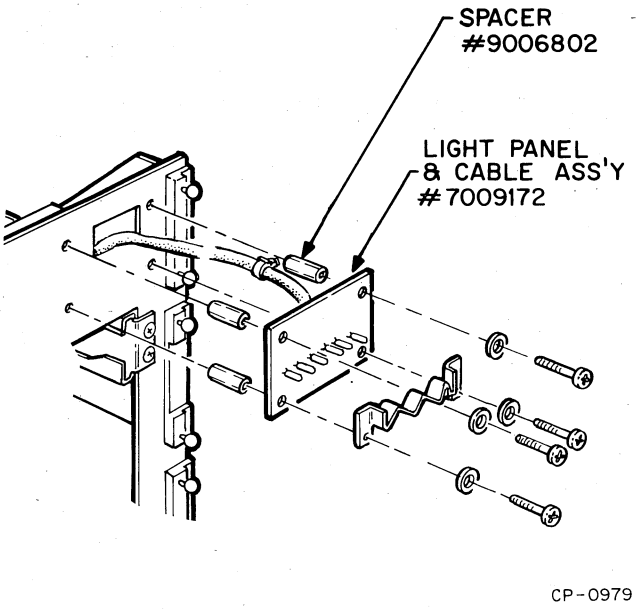

Figure 5-6 Light Panel Assembly Procedure
13. The light panel assembly should be removed from the rear of the chassis front and re-assembled as shown in Figure 5-6.